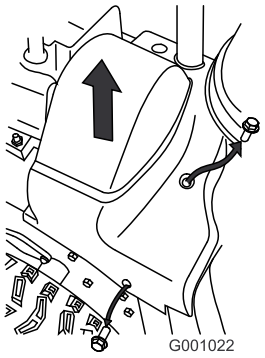

Figur 37
2. Løft opp den høyre siden av remdekslet (Figur 37).